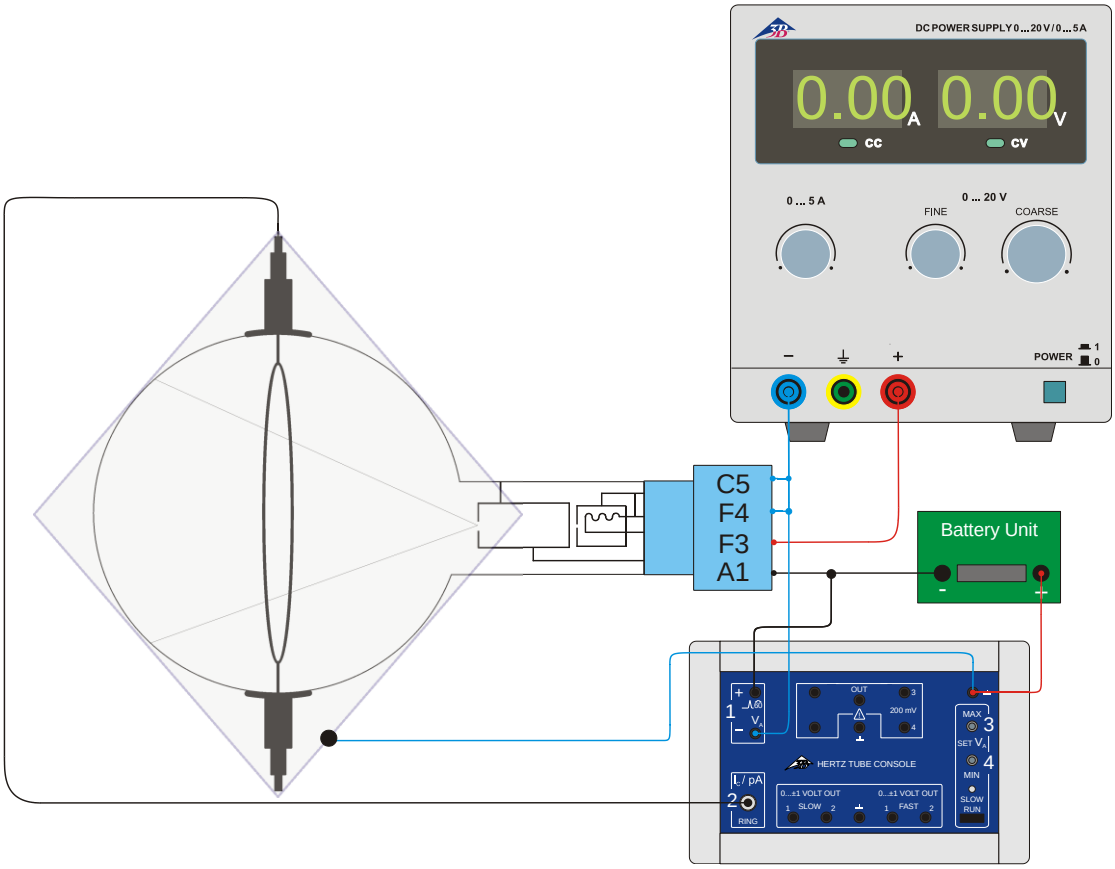

Fig. 1 Experimentieraufbau mit der Steuereinheit für Kritische-Potenziale-Röhren
- Buchse F3 des Röhrenhalters mit dem Pluspol des Ausgangs des DC-Netzgerätes und F4 mit dem Minuspol verbinden. (siehe Fig. 1)